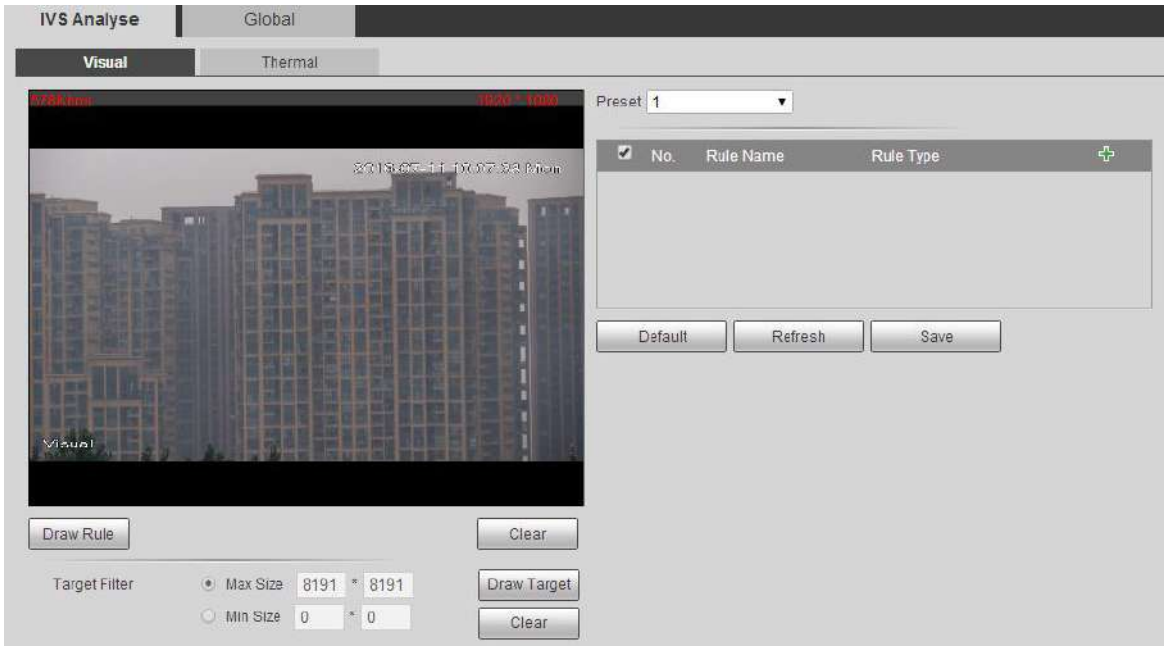

Figure 6-45
- Select "Setup > Smart Thermal >IVS Analyse" and the system will display the interface of "IVS Analyse", which is shown in Figure 6-45.
- Select "Setup > Event > IVS Analyse", the system will display the interface of "IVS Analyse", which is shown in Figure 6-45.